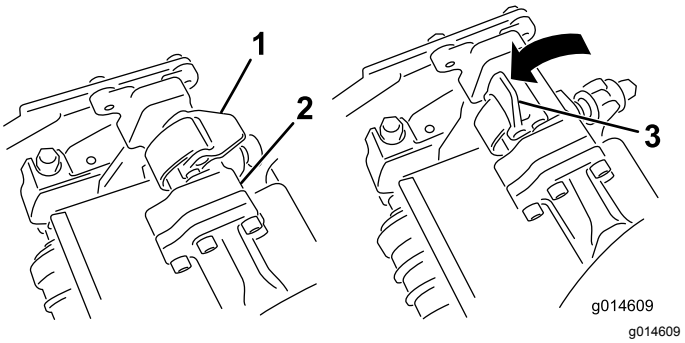
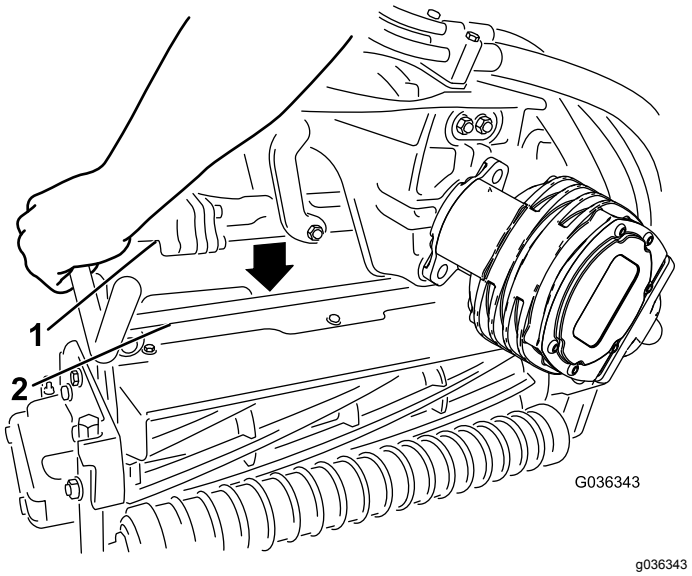

Figur 48
Figur 49
4. Åpne låsene på hjulopphengsarmbøylen slik at de peker opp (dvs. at de er åpne) (Figur 48), og trykk hjulopphengsarmen ned så bøylen ligger over klippeenhetens bøyle (Figur 49).
5. Skyv låsene ned og rundt klippeenhetsbøylen og lås dem slik at de sitter på plass (Figur 48).
5. Åpne låsene på hjulopphengsarmbøylen til klippeenheten du skal fjerne (Figur 48).